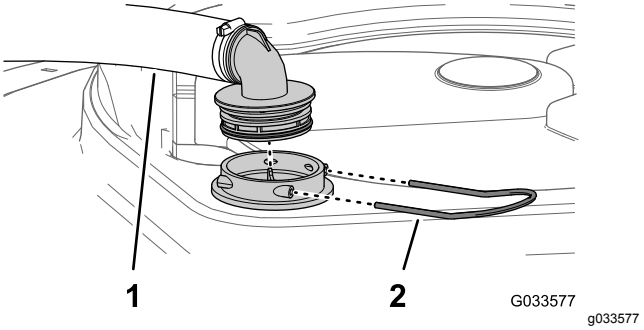

**Figuur 53**
2. Verwijder bovenaan de spuittank de borgclip waarmee de slangfitting bevestigd is aan de grote slang van de behuizing van de zuigkorf (Figuur 53).
3. Verwijder de slang en de slangfitting van de behuizing van de zuigkorf (Figuur 53).